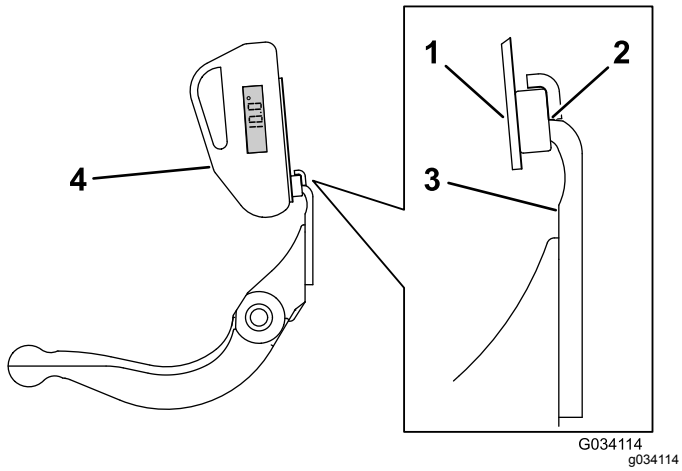

Figur 67
3. Plasser vinkelindikatorfestet på kanten av motstålet slik at kanten på magneten er paret med kanten på motstålet (Figur 67).
4. Plasser vinkelindikatoren på festet som vist i Figur 67.